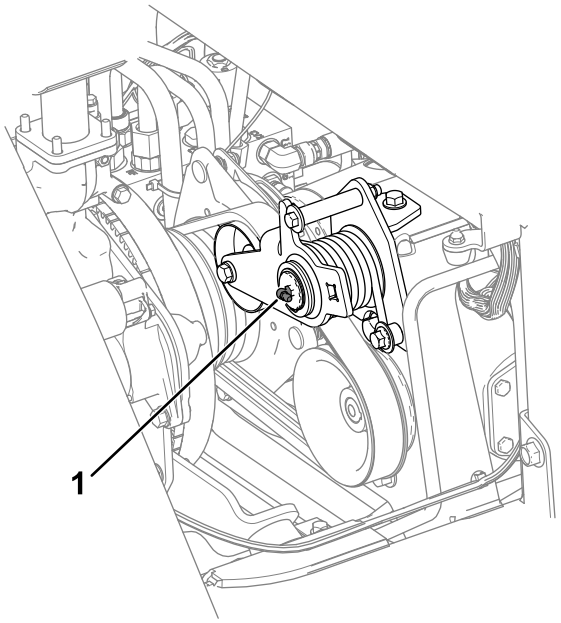

Figura 47
- Braccio di rinvio (Figura 47)